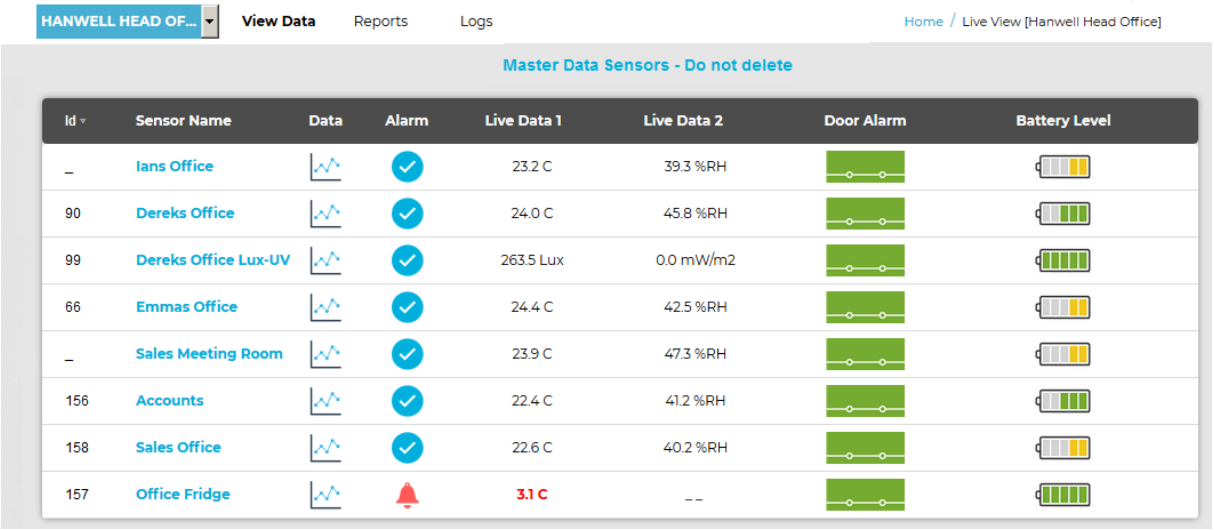

Figure 5
* The **Live View** window for the selected Site is displayed showing its associated **Zones** and their associated Sensors. See Figure 5 below: